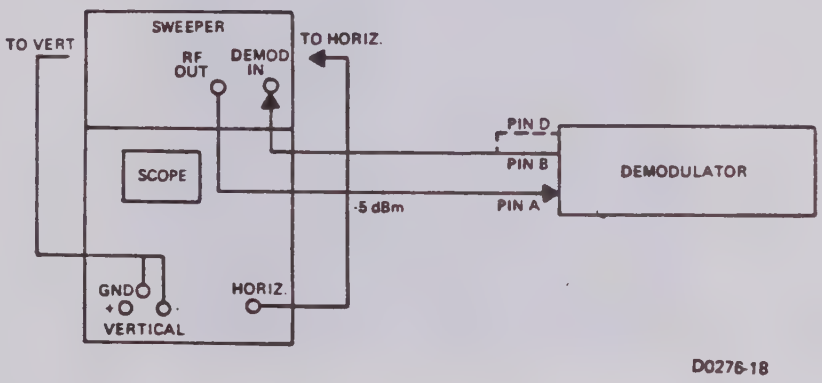

Figure 2. "S" Curve Test Setup
a. Set up the equipment as shown in figure 2. With no input to the demodulator connect the sweeper demodulator input to pin D, set the scope sensitivity to 50 mV/cm, and select a ground reference.
h. With the equipment set as in figure 2 and the output connected to pin D, set the sensitivity to 1.0V per 10 MHz by adjusting R66. Recheck the balance per paragraph 3.2 and readjust if required. The 1.0V per 10 MHz adjustment must be done with the output of pin D connected to a high impedance point (>10k).